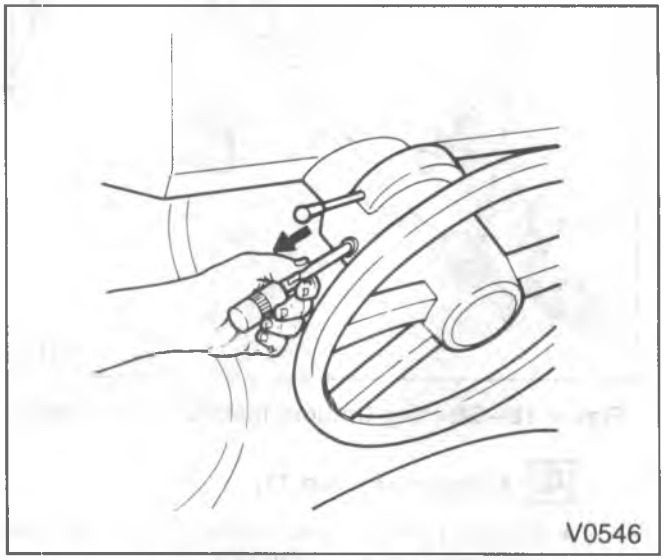

Figure 14 – Removing Multi-Function Lever
- Grasp lever and pull it straight out of the column. Gently pull wire harness through opening and disconnect. See figure 14.
Remove or Disconnect (Figure 14)